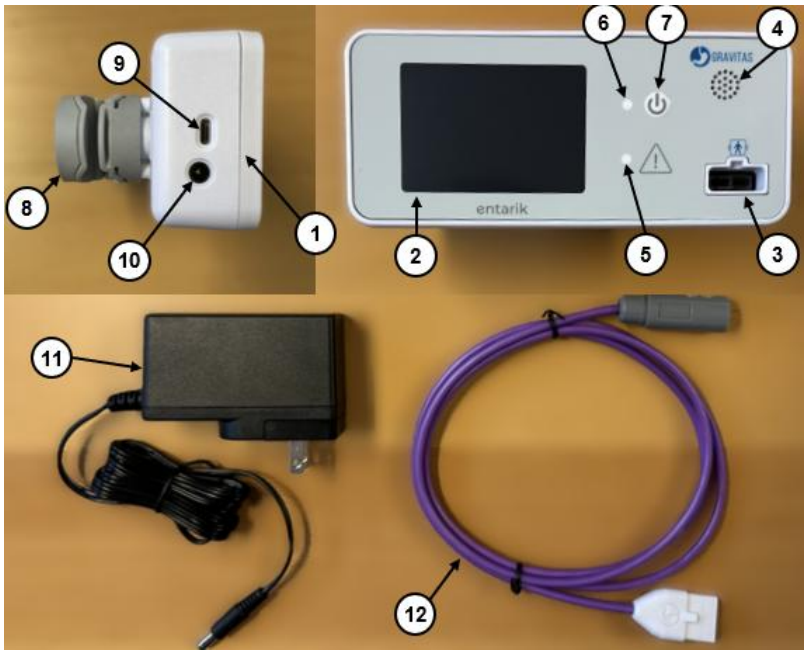
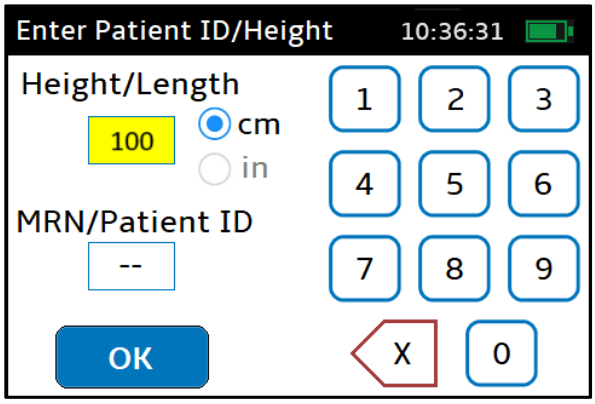

Figure 1: Entarik G2 Monitor
Figure 3: Patient Data Entry Screen
Not Shown in Figure 1:
2. Connect the monitor to wall power via the provided 5V Power Supply and the Power Connection (10, in Figure 1). Note: The Entarik G2-N System shall only be used with the provided power supply.
3. Set up the feeding tube according to the IFU packaged with the Entarik G2 NI Feeding Tube. Connect the feeding tube electrical connector (12, in Figure 2) to the monitor extension cable (12, in Figure 1), then plug extension cable into the monitor connector (3, in Figure 1).
Press the Power Button (7, in Figure 1). The display screen will turn on, the Power Indicator Light (6, in Figure 1) will illuminate, and the Patient Data Entry screen will be displayed (Figure 3).
A valid height value must be entered before any further screens can be accessed. Height is needed for Safety Check and Stomach Check insertion depth calculations. The OK button is grayed out and disabled until height is entered. The Height field is selected for editing by default at startup; enter the 2 or 3-digit height value (in centimeter or inch units) using the keypad, then the OK button will light up blue as shown in Figure 3.